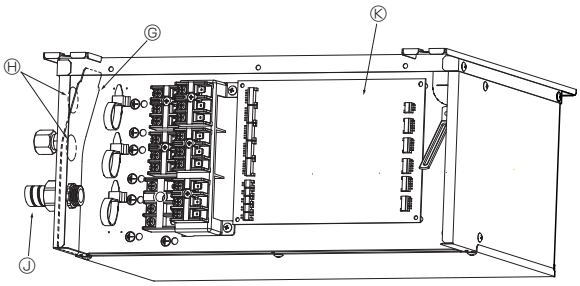

Fig. 9-6
- **Lors du perçage des orifices prédécoupés de la plaque de la gaine électrique, prenez soin de ne pas déformer ni d'altérer la plaque. De même, à l'installation de la plaque, veillez à ne laisser aucun écart entre cette plaque et les gaines ou orifices des gaines électriques, au risque d'entraîner une défaillance du boîtier de commande BC par l'invasion de bestioles ou de petits insectes. (Fig. 9-6)**